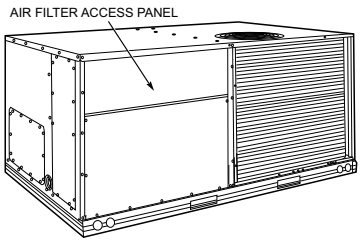
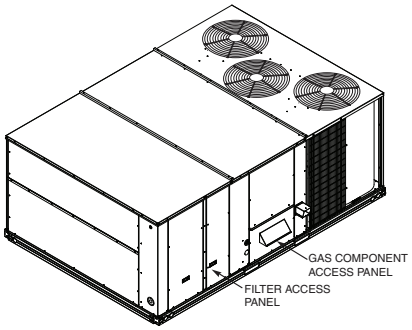

Fig. 21 — Air Filter Access Panel — 3 to 12$^1/_2$ Ton Units
Fig. 23 — Air Filter Access Panel — 15 to 27$^1/_2$ Ton Units
Indoor air filter(s) should be checked every 3 or 4 weeks (application dependent) and changed or cleaned when necessary. See Table 1 for replacement filter dimensions. See Fig. 21 - 23 (depending on the size of the unit) for air filter access panel location.
1. Lift up and remove air filter access panel (3 to 15 ton units, see Fig. 21 or 22) or remove the screws securing the filter access panel (15 to 27$^1/_2$ ton units, see Fig. 23).